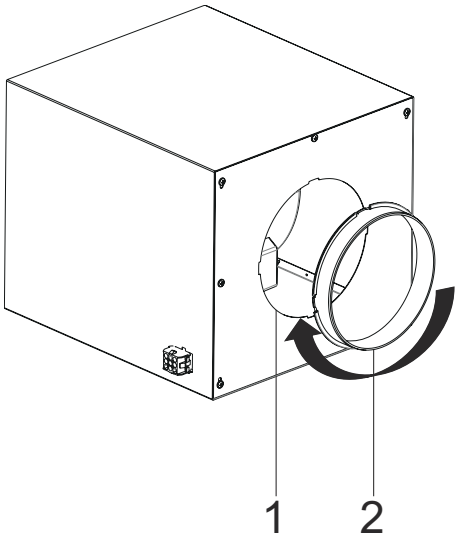

Fig. 13
7. Påsæt Ø150mm aftræksstuds på adapterpladen og drej den fast (Fig. 13).